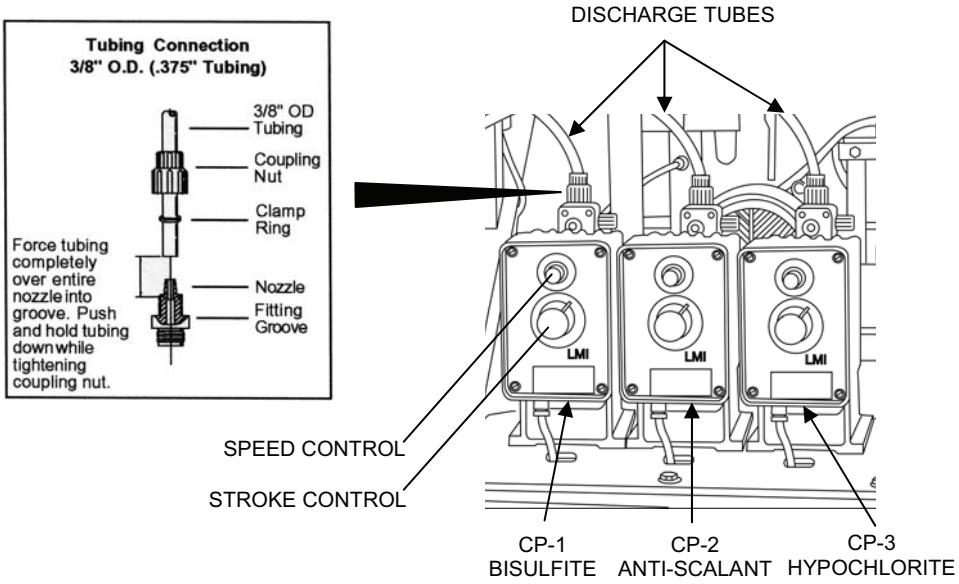

Figure 9. Chemical Pumps.
e. Make sure that the chemical pump SPEED control dial is set to OFF (turned fully counterclockwise, Figure 9).
5. Switch the Bisulfite pump with the chemical pump to be replaced as follows (Figure 9):